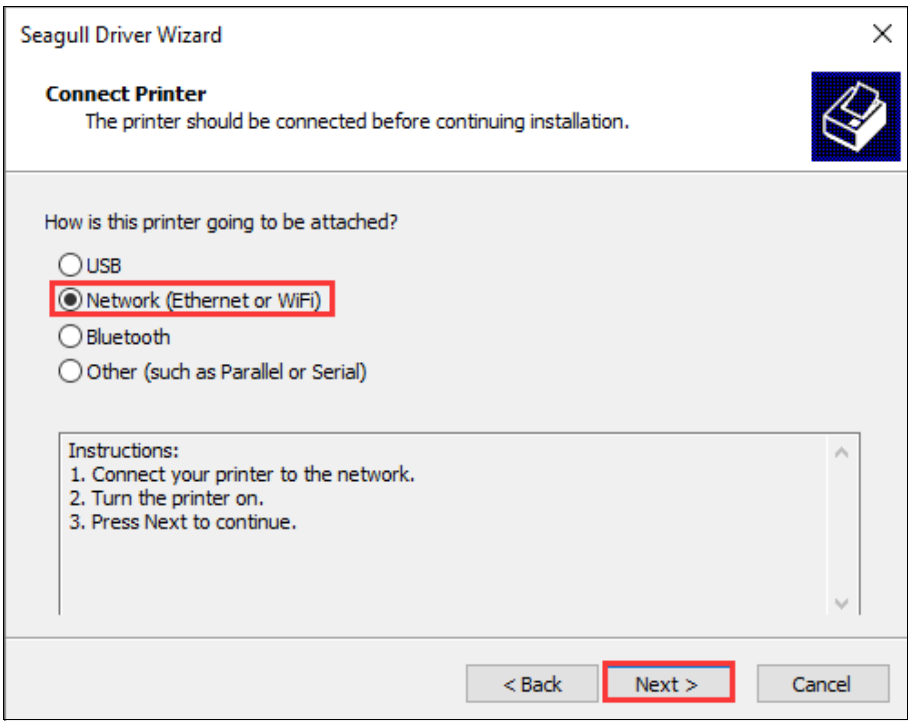

Figure 2-39 Connect Printer Screen
3. On the "Connect Printer" screen, select "Network (Ethernet or WiFi)", and then click "Next", as shown in Figure 2-39.